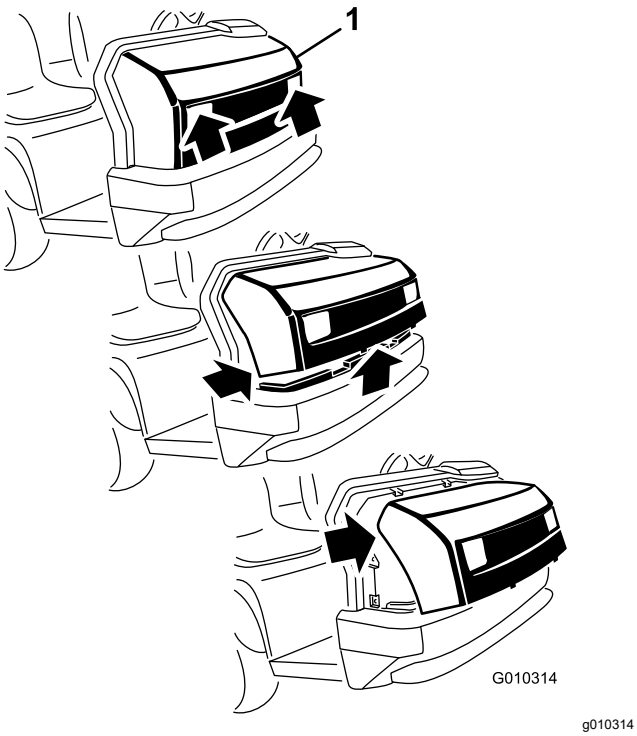

Figur 1
1. Hold i panseret i frontlysåpningene mens du løfter opp panseret for å frigjøre nedre monteringstapper fra sporene på rammen (Figur 1).
2. Sving bunnen av panseret oppover til du kan trekke de øvre monteringstappene ut av sporene på rammen (Figur 1).
3. Sving toppen av panseret fremover og koble ledningskontaktene fra frontlysene (Figur 1).
1. Innrett panseret til maskinens forside (Figur 1).
3. Sving panseret tilbake og sett inn monteringstappene øverst på panseret i sporene i maskinens dashbord (Figur 1).
4. Sving panseret ned og sett inn de nederste pansertappene i støtfangerslissene (Figur 1).